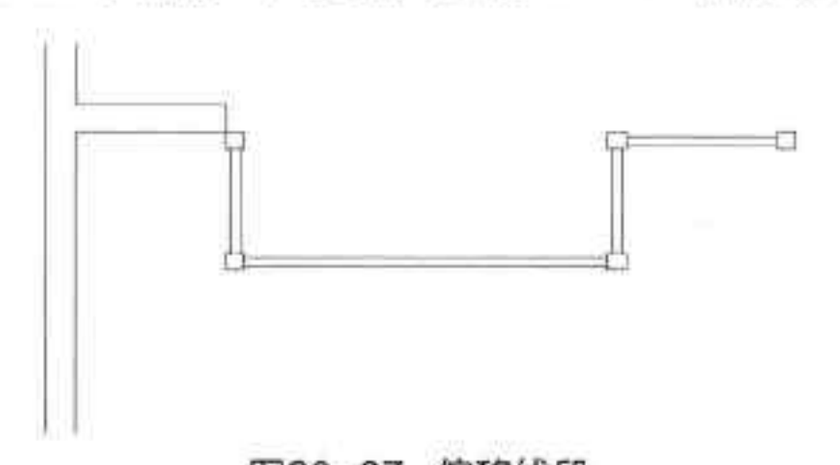

图20-37 偏移线段
Step 07 执行“偏移”命令，将直线向两侧偏移 15mm，删除中心线，如图 20-37 所示。